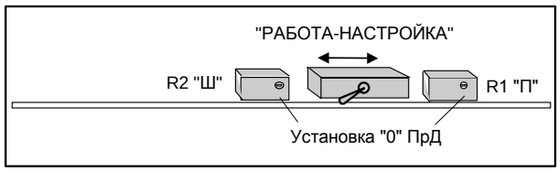

Рисунок 6
4.1.1 Снять крышку окна БОДа, открывающую доступ к регулировочным резисторам и переключателю РАБОТА - НАСТРОЙКА (см. рисунок 6).